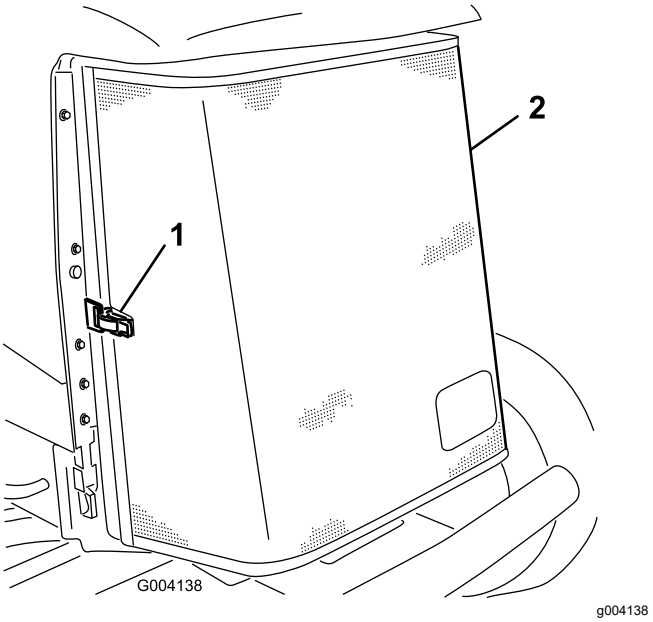

Figuur 109
5. Ontgrendel het achterscherm en draai het open (Figuur 109).